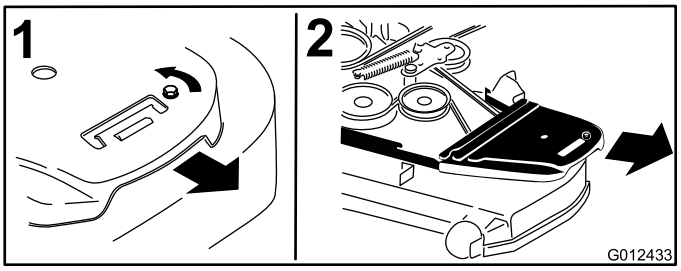

Figur 72
4. Fjern remskærmene og de bolte, der sidder på dem (Figur 72).